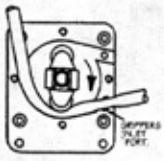

Figure 9-2
7. Push the new pump tubing into the inlet port, anchoring the tubing in the grippers as shown in Figure 9-2, while rotating the bracket assembly.